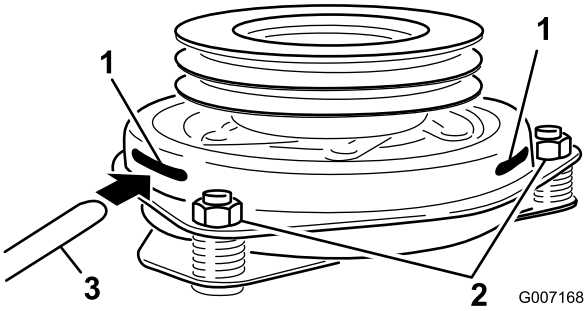

**Figur 66**
8. För in ett bladmått på 0,381–0,533 mm genom ett av inspektionshålen på sidan av enheten. Se till att bladmåttet förs in mellan beslaget och rotorns friktionsytor (Figur 66).
9. Dra åt låsmuttrarna tills du känner ett motstånd i bladmåttet, men ändå kan röra det inom luftgapet utan problem (Figur 66).